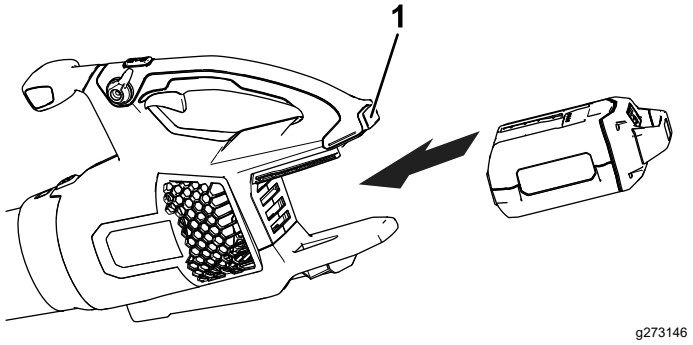

Figura 7
2. Alinee el hueco de la batería con la lengüeta del alojamiento de la empuñadura (Figura 7).
3. Sujete la empuñadura e introduzca la batería en la empuñadura hasta que el cierre se bloquee en su sitio (Figura 7).